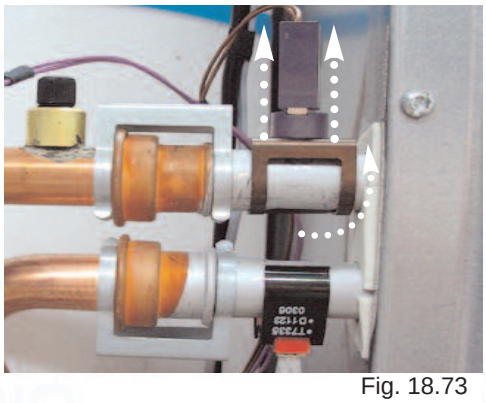

Fig. 18.73
2. Pull off the thermostat connections. Then remove the thermostat from the pipe by releasing it's securing clip *(see Fig. 18.73)*.